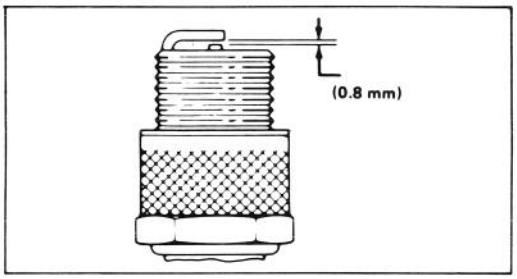

Bild 15
3. Luftspalt auf 0,8 mm einstellen (Bild 15). Die auf korrekten Abstand eingestellte Zündkerze mit einer Dichtungsscheibe anbringen und mit 20 Nm anziehen.